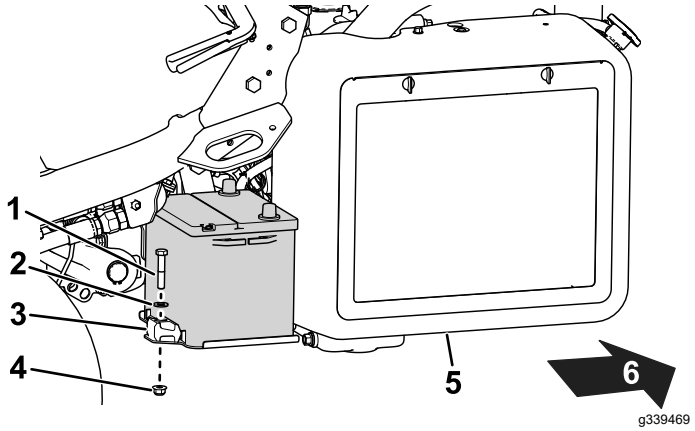

Figur 39
2. Ta bort fästelementen som håller fast batteriet i facket (Figur 39) och lyft ut batteriet.
5. Sätt in batteriet i batterilådan och fäst det med de tidigare borttagna stängerna och fästelementen (Figur 39).